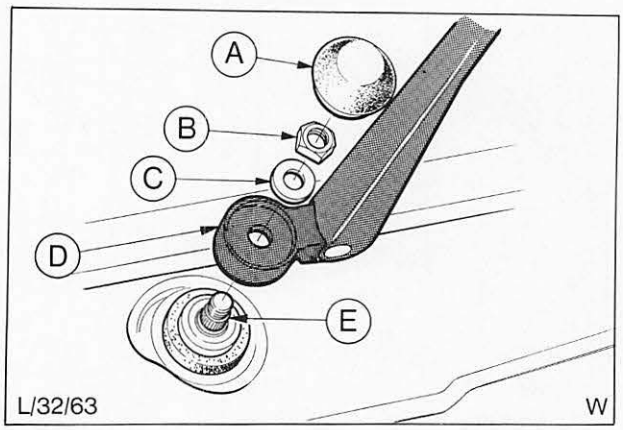

Abb. 27 Einzelteile Wischerarm
5. Mutter, Beilagscheibe und Wischerarm entfernen, Abb. 27.